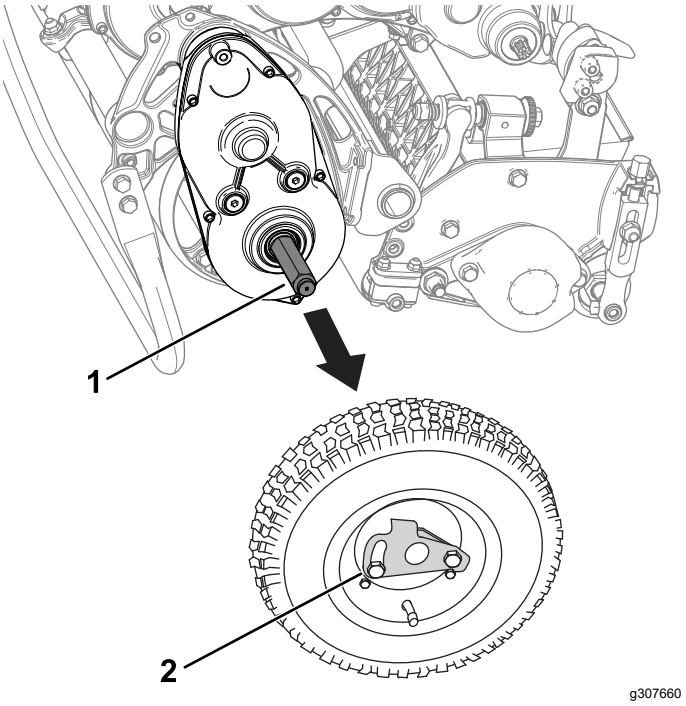

Rysunek 16
3. Zdejmij koła transportowe, wypychając zaciski blokujące koła z osi (Rysunek 16).